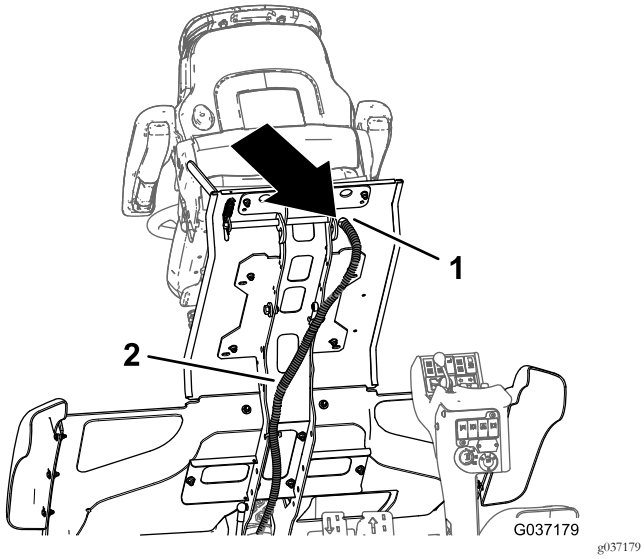

図 29
1. ステップ12 運転席を取り外す (ページ 4)で外した車両用ワイヤハーネスを、運転台の穴に通す図 29。
4. プラットフォーム底部で、400cm キットのワイヤハーネスの 2ソケットコネクタ黒線と赤線を、運転席の後ろの運転台にある穴に通す図 29を参照。